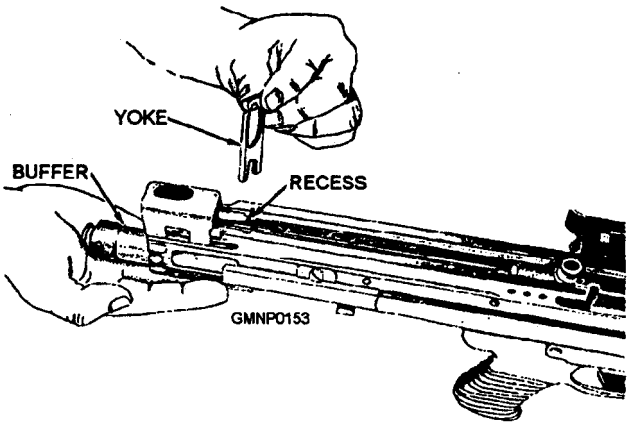
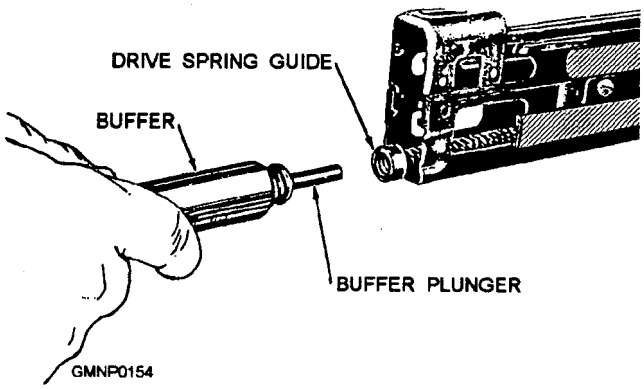
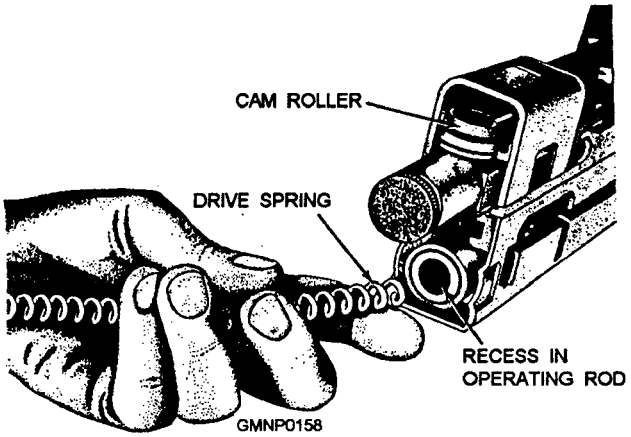

Figure 3-79.—Removing the buffer group.
Figure 3-80.—Separating the buffer from the drive spring guide.
Figure 3-84.—Inserting the drive spring.
REMOVING THE BUFFER GROUP.— The buffer assembly group consists of the buffer yoke and the buffer. To disassemble the group, hold the palm of the hand against the exposed buffer and press lightly. Remove the buffer yoke from the top of the receiver, as shown in figure 3-79. Withdraw the buffer slowly. Allow the drive spring to expand until the end of the drive spring guide is exposed at the rear of the receiver. Pull the buffer plunger from the drive spring guide (fig. 3-80).
3. Insert the end of the operating rod into the receiver. Hold the rod with one hand. With the other hand, push forward on the rear of the bolt, causing the bolt to rotate until the locking lugs are in the vertical position. With the cam roller up, push the operating rod and bolt into the receiver until the end of the operating rod is even with the rear of the receiver. Insert the drive spring guide into the drive spring; then insert the opposite end of the drive spring in the recess of the operating rod, as shown in figure 3-84. Pull the trigger and push in the drive spring until the head of the guide is approximately an inch from the receiver (fig. 3-80).
4. Insert the buffer plunger into the drive spring guide, as shown in figure 3-80. Push forward on the buffer until the operating rod and bolt go fully forward. Push in on the buffer until the recesses on the buffer are aligned with the recesses in the receiver. Replace the buffer yoke from the top of the receiver, as shown in figure 3-79.